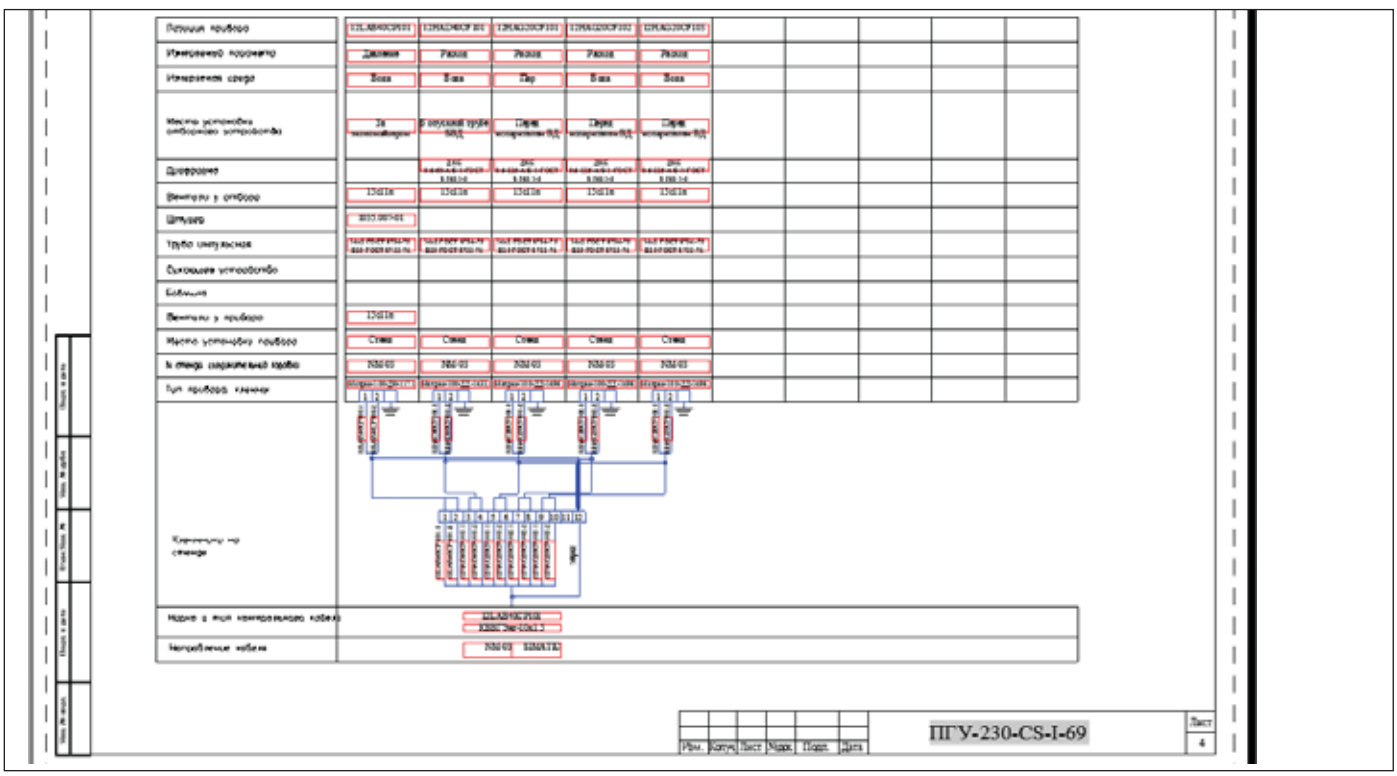

Рис. 15. Фрагмент схемы кабельных и трубных внешних проводок
- схемы кабельных и трубных внешних проводок (рис. 15);